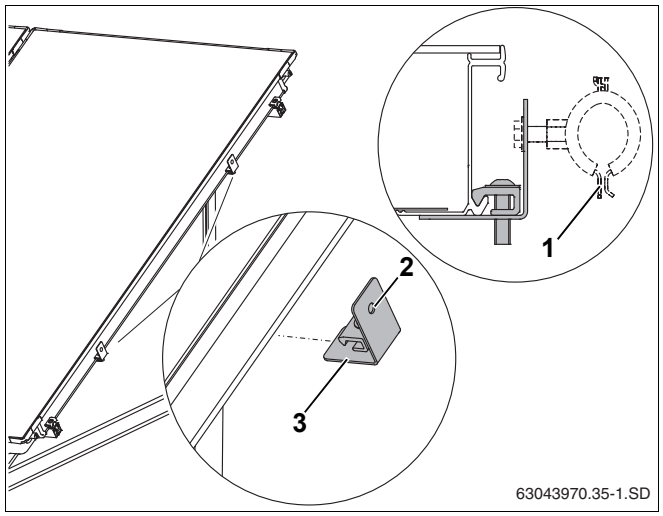

Рис. 56 Крепление держателя к раме коллектора
Мы рекомендуем применять обычные хомуты для труб (рис. 56, **поз. 1**) для крепления сборных линий в отверстиях с резьбой M8 на держателе (рис. 56, **поз. 2**).
- Установить держатель (рис. 56, **поз. 3**) на раму коллектора и затянуть винт ключом SW5.